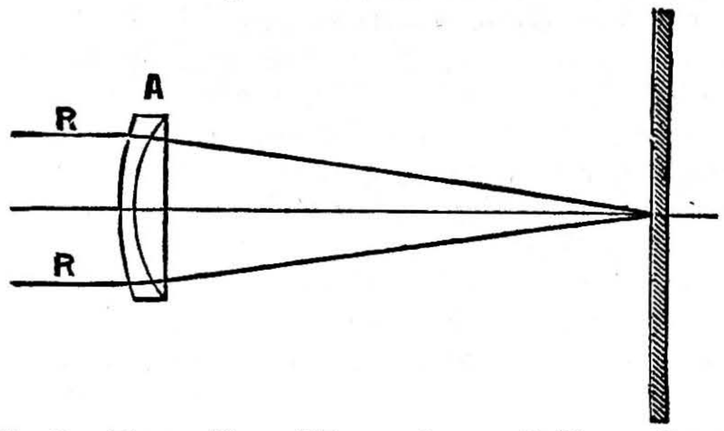
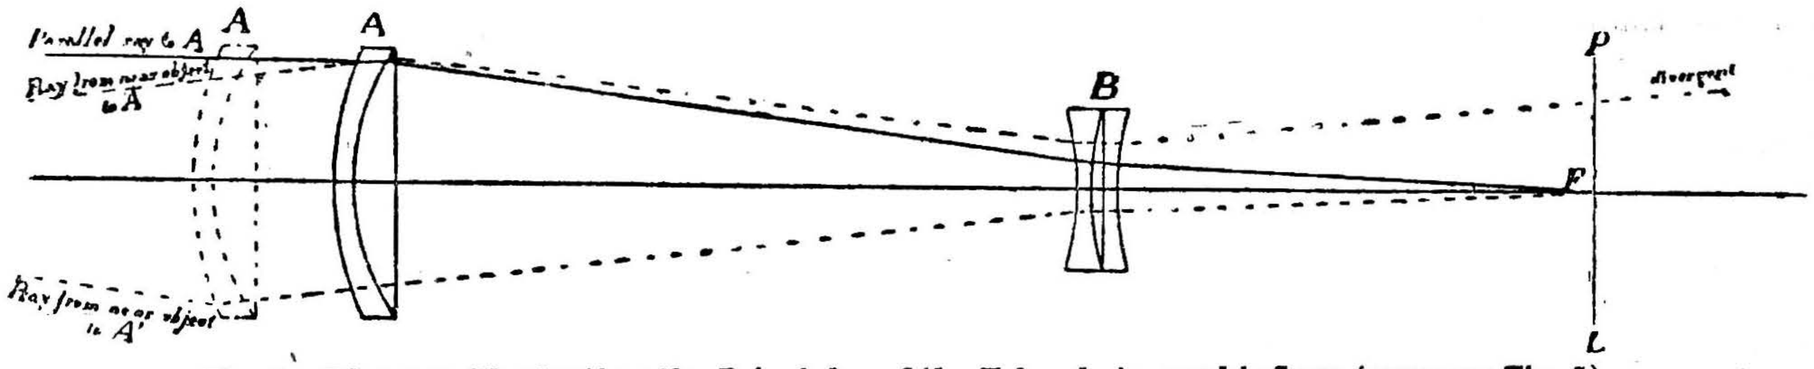
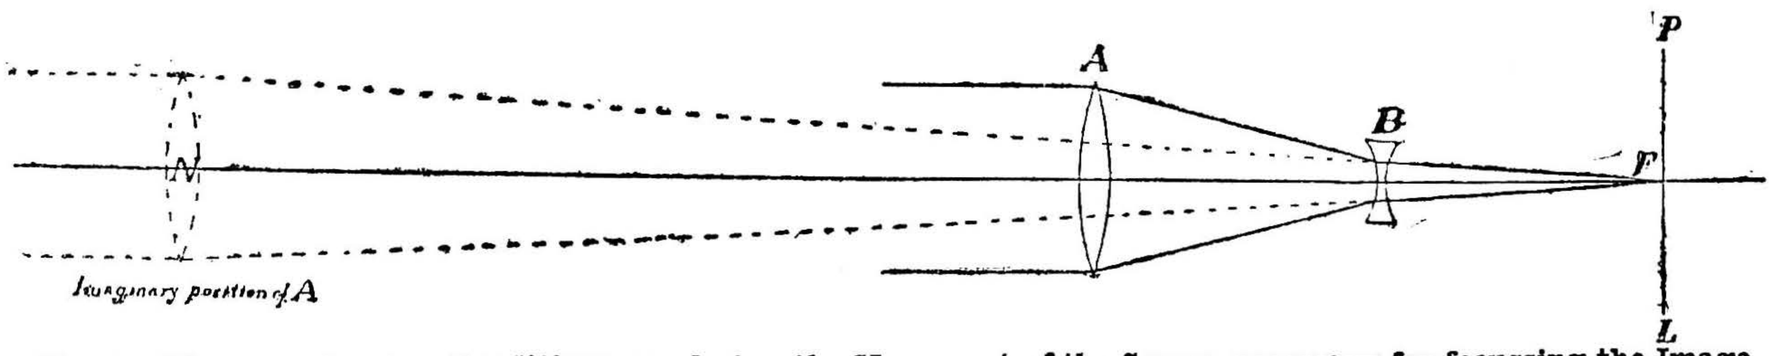
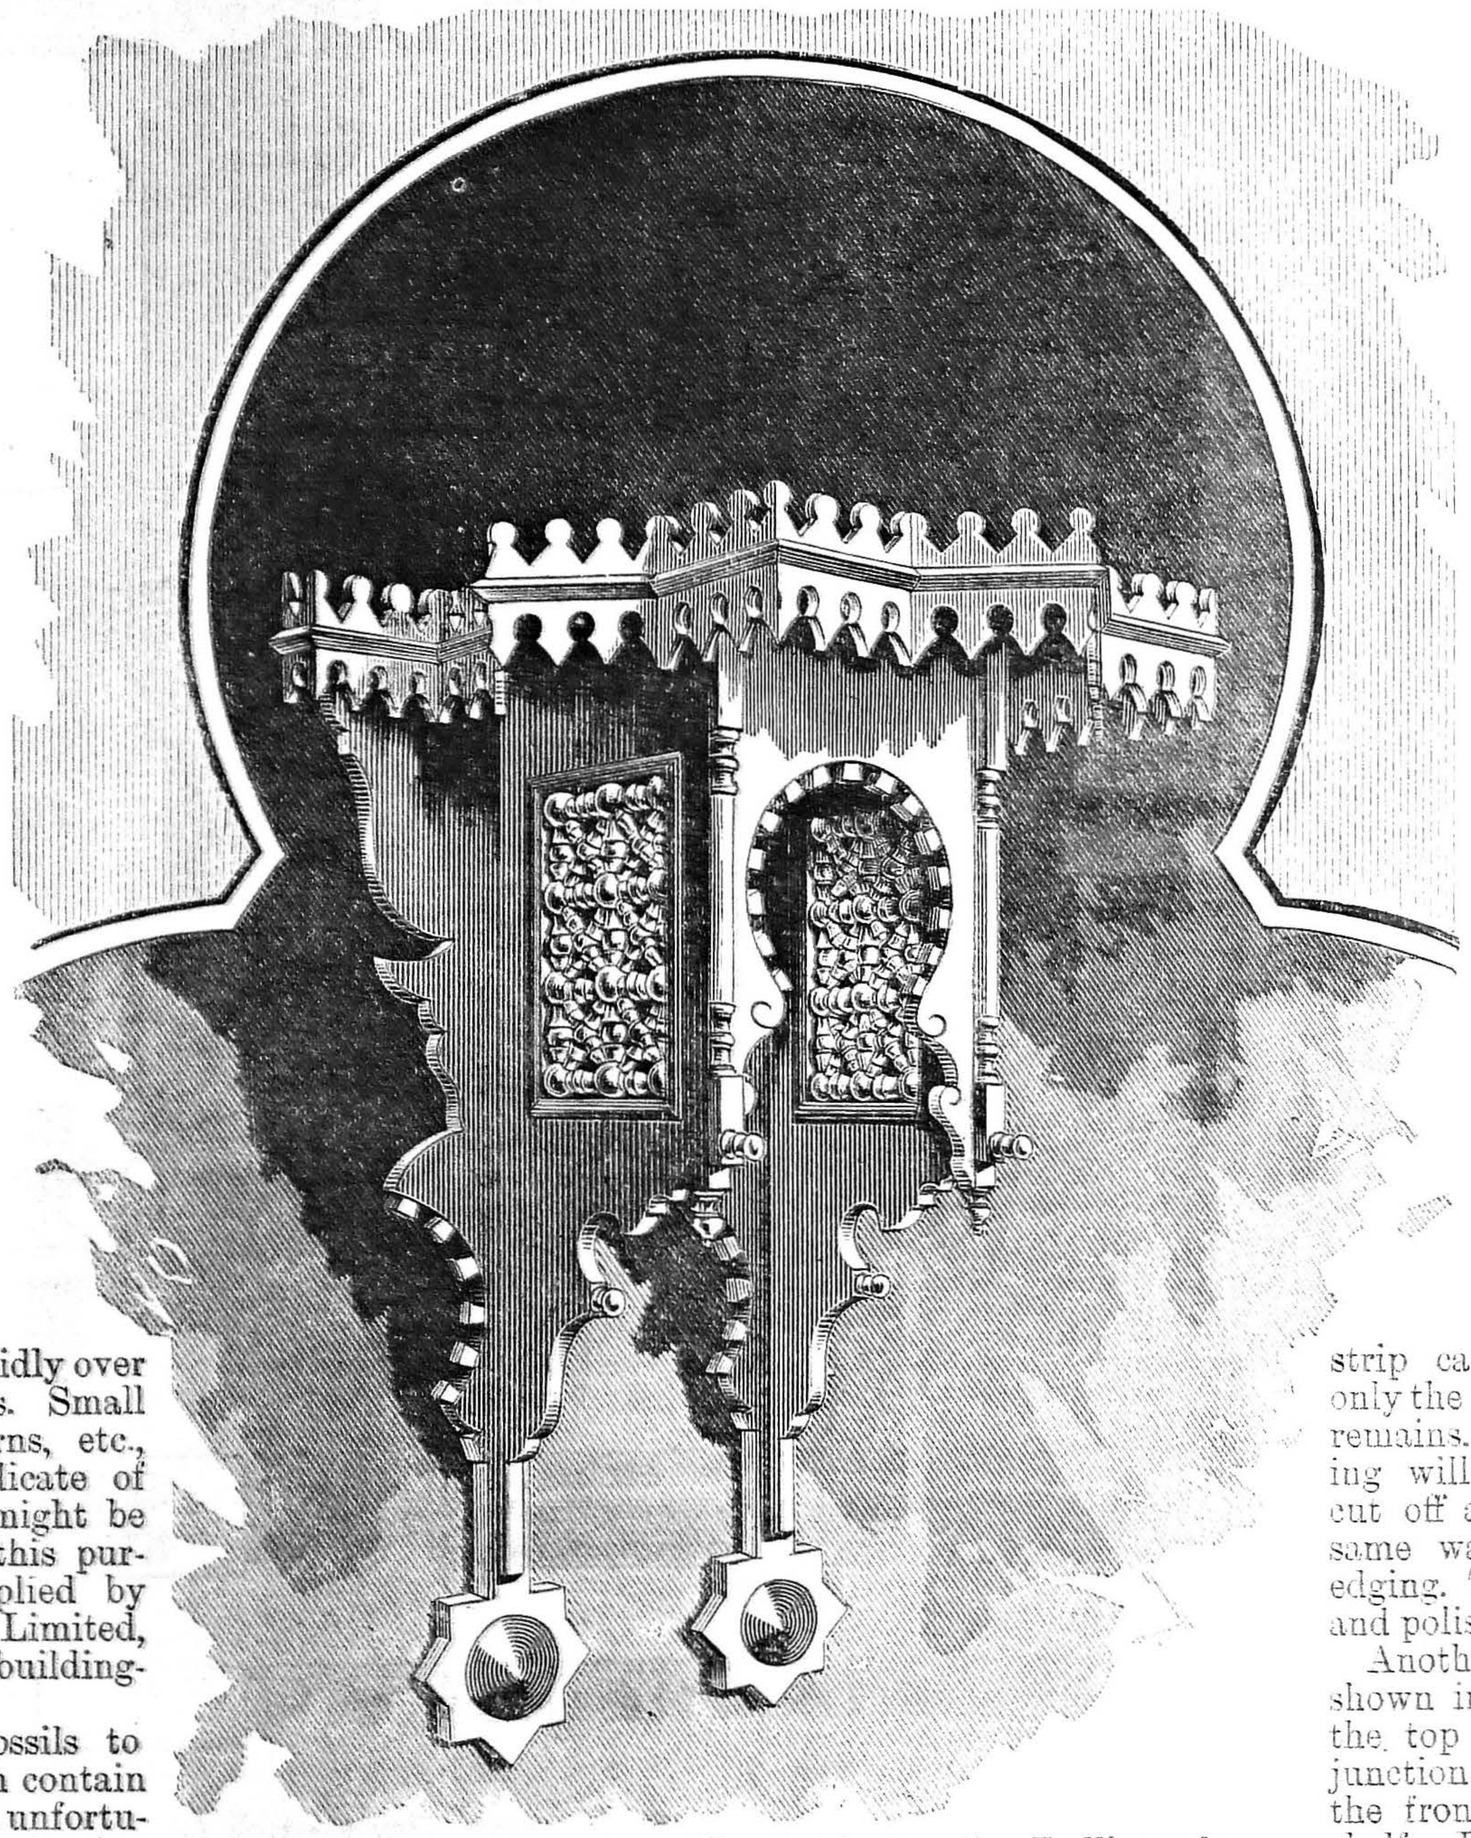

Fig. 1.—Formation of Image by an Ordinary Lens.
Fig. 2.—Diagram illustrating the Principles of the Tele-photographic Lens (compare Fig. 1).
Fig. 3.—Diagram showing Conditions rendering the Movement of the Screen necessary for focussing the Image formed by Tele-photographic Lenses.
Fig. 11.—Perspective View of Bracket in Egyptian Trellis-work.
Fig. 2.—Swedish Hand-loom—A B C D, Frame; *a*, Warp-beam; *b*, Cog-wheel of Warp-beam; *c*, Cloth-beam; *d*, Cog-wheel on Cloth-beam; *e*, Treadles; *f*, Bar; *g*, Grooved Wheel; *h*, Jacks; *i*, Fly.
(1) *The Reed* (Fig. 3).—This is made of steel or of wood, or of both. Generally it is a wooden frame, long and narrow, into which are fixed thin bars of steel. It fits, as we have said, into the fly, and through the interstices between its bars all the threads of the warp must pass. Therefore it is necessary, in ordering a loom, to order at the same time several sizes of reeds, for the meshes required will vary according to the material used.
Swedish Weaving. Fig. 3.—Reed. Fig. 4.—Shuttle and Bobbin. Fig. 5.—Bobbin Machine. Figs. 6 and 6A.—Different kinds of Tenters. Fig. 7.—Warp-lath. Fig. 8.—Heedle and Stock.
If we consider the diagrams given below, which represent a beam of rays being brought to a focus on a plate, first by means of an ordinary, and secondly by means of the new lens, it will be seen that the parallel rays (R, R, Fig. 1), for example, passing through the lens (A, Fig. 1) undergo refraction and become convergent, and upon the amount of this refraction depends the focal length of the lens, and consequently the size of the image. But in the case of the second diagram, which illustrates the principle of the tele-photographic lens, in which, between A and the plate, *p l*, there has been inserted a negative lens, B, the effect of which is to cause the rays which have passed through A to become less convergent, the result obtained, as far as the size of the image is concerned, is the same as would be got by the employment of an ordinary lens in the position shown by the dotted lines (Fig. 2).
To use the new lens, the camera is racked out until the focussing screen is in the position which it is thought best it should occupy, and the focussing is done by varying the distance between the positive and negative lenses. This is the method recommended by Mr. Dallmeyer himself, who has pointed out that under certain circumstances it becomes absolutely necessary; as, for instance, in the case shown diagrammatically below (Fig. 3). Here it is supposed the camera has been focussed for parallel rays; if then it is attempted to focus for a near object, as shown by the dotted line, it will be found impossible by any variation of the position of the focussing screen, since the rays will leave the negative lens diverging. By increasing the distance between the positive and negative lenses however, it will be seen that the near object can be focussed without any movement of the plate.
It should be borne in mind also that the effect of the introduction of the negative lens being to give the positive lens an imaginary position at a considerable distance outside the camera, as shown in Fig. 2, in estimating the rapidity the focal length must be measured from this imaginary position, and it is consequently advisable to employ as rapid a lens as possible for the front or positive part of the combination, or very long exposures will be necessary. It is found in practice that the front lens may be any ordinary photographic objective of large aperture, the "portrait" type being preferable.
Now, in the case of liquids containing solid matter which subsides on standing, the clear liquid may be syphoned from the vessel, thus avoiding filtration, except for the last small quantity. The syphon shown at Fig. 1 is a simple bent glass tube, one limb of which is longer than the other. The syphon is filled with water, and, keeping a finger on each end, inverted with the short limb in the liquid which it is intended to syphon away. A small piece of rubber tube and a pinch-cock placed upon the longer limb will be convenient for regulating the flow of the liquid.
The syphon seen at Fig. 2 can be readily made, and will be found very useful. It consists of a piece of glass tube, ½ in. in diameter, 4 in. long, one end being drawn to a point. In the other end two tubes, A and B, are placed, and sealed with cement, the end of A being longer than B. By placing A in the liquid, and sucking at B, a little of the liquid is sucked over, and this commences the work of the syphon. This will do for corrosive liquids.
At Fig. 3 is seen the method of pouring a liquid on to a filter, or from one vessel to another, by means of a glass rod. The vessel containing the liquid is slightly greased on its outside edge at the place it is intended to pour from; a glass rod is then held against the edge of the vessel and over the filter-paper. The liquid then flows down the glass rod, even though it may be considerably inclined, and not a drop is lost. This is an essential point in analysis.
Chemical Apparatus. Fig. 1.—Syphon. Fig. 2.—Syphon for Acids. Fig. 3.—Method of pouring Liquids. Fig. 4.—Glass Rods. Fig. 5.—Automatic Filtration and Washing Apparatus. Fig. 6.—Wash-bottle. Fig. 7.—Method of holding Test-tube. Figs. 8 and 9.—Test-tube Holders. Fig. 10.—Test-tube Stand. Fig. 11.—Test-tube Brush. Fig. 12.—Bulb-tube. Fig. 13.—Wire Candle-holders.
In cleaning test-tubes, the test-tube brush (Fig. 11) is used, but after using a few times the bristles at the end come out, leaving the wire bare. Then, next time you use it, you forget this, and push the brush right to the bottom of the tube, when—pop!—out goes the bottom of your test-tube. I have done it many a time, so I have had plenty of experience.